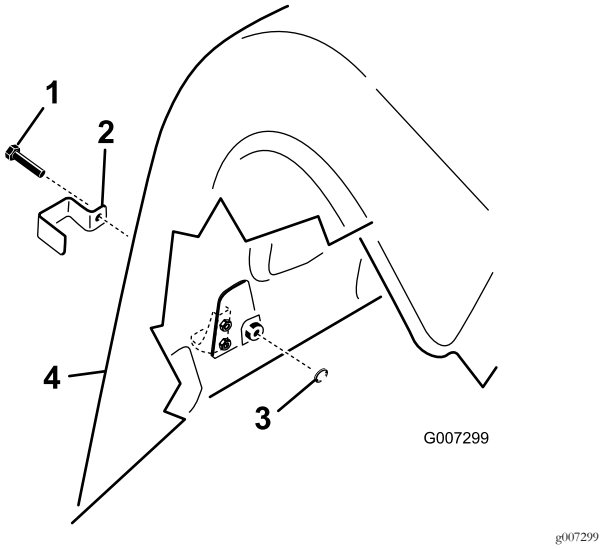

Figur 18
1. Monter et låsebeslag over de bageste nederste venstre og høje hjelmlåse og de øverste motorhjelmslåse på ProCore 864 med en fransk skrue (4 i alt). Se Figur 18.
2. Monter et låsebeslag over de bageste nederste motorhjelmslåse og den udvendige øverste motorhjelmslås på bageste højre og venstre skærm på ProCore 1298-modellen med en fransk skrue (3 pr. kernehoved, 6 i alt). Se (Figur 18).
3. Brug en tang eller justerbar nøgle og skru en indvendig låseskive på hver skrue (1-2 gevind) for at fastgøre låsen (Figur 18).